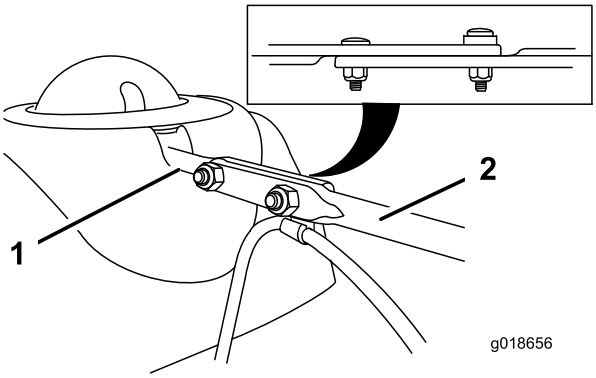

Bild 14
3. Richten Sie das abgeflachte hintere Ende des langen Auswurfeinstellgestänges mit dem abgeflachten vorderen Ende der kurzen Stange aus, die aus dem Armaturenbrett herausragt, sodass beide eingreifen (Bild 14).